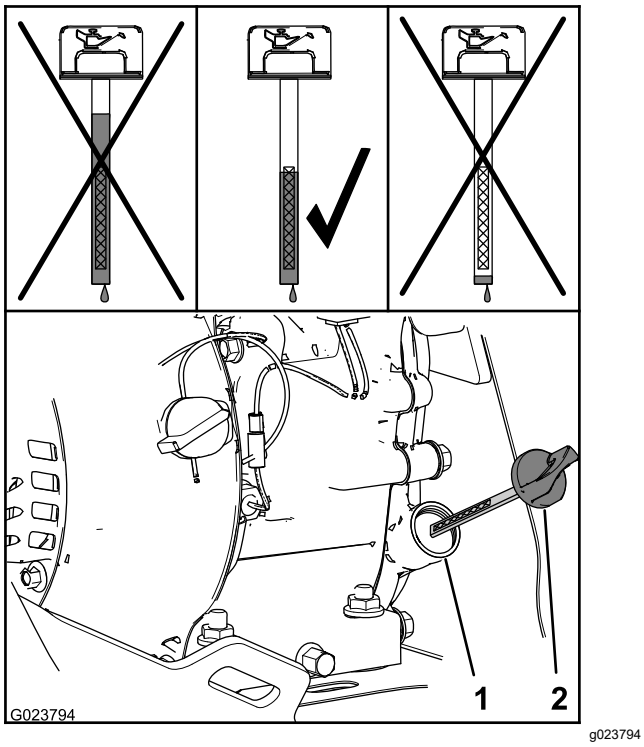

**Figur 28**
2. Tag målepinden ud, og kontroller oliestanden på målepinden (Figur 28).
**Bemærk:** Oliestanden bør være øverst på indikatoren på målepinden (Figur 28).
A. Hæld den angivne olie i påfyldningsstudsen (Figur 28).